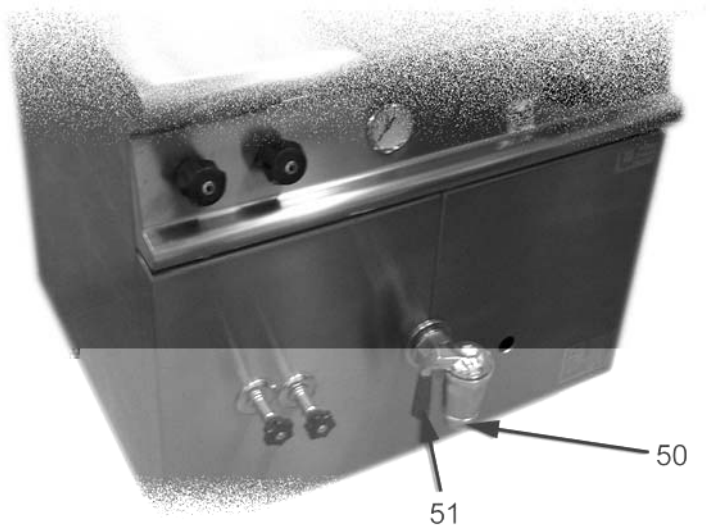

Fig. 6
1. Place a container under the drain valve pos. 50 in Fig. 6 sufficient to hold the food that has been cooked in the tank.
2. Raise the lever pos. 51 in Fig. 6 and turn it to the right until the drain valve opens.